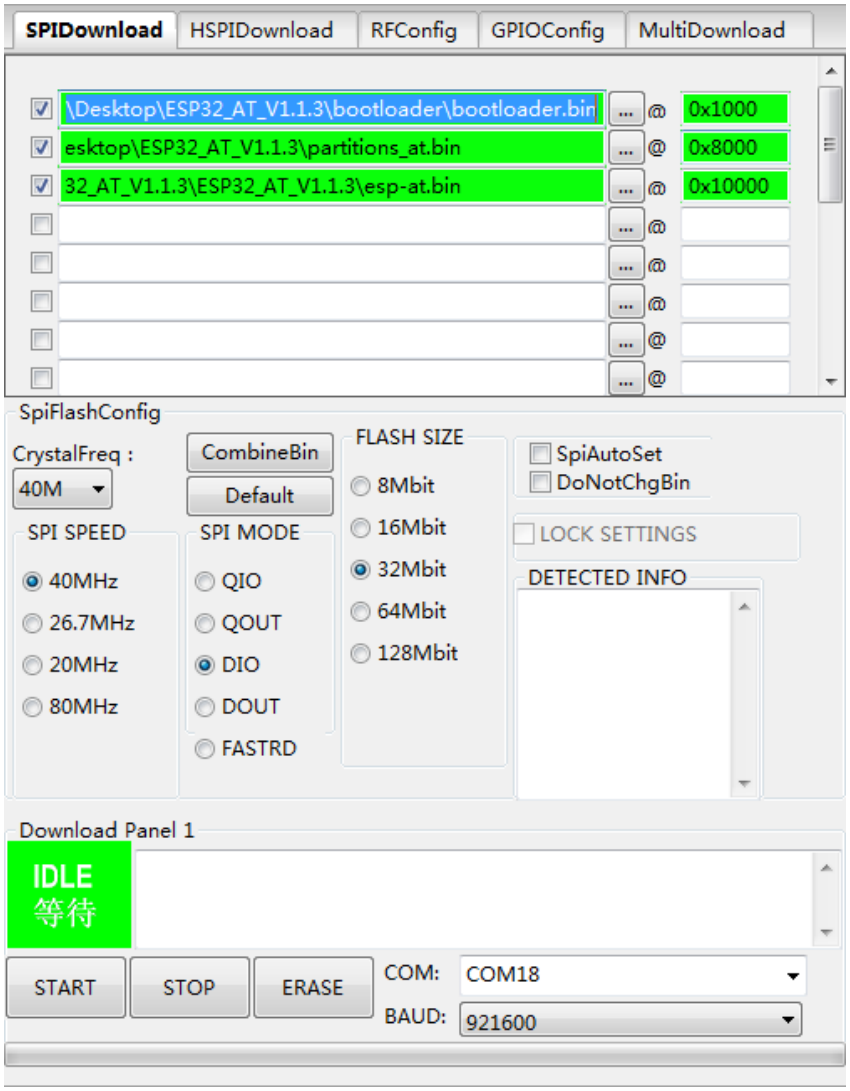

图 4-2. ESP32 DownloadTool — SPIDownload
2. 进入下载页面，填入需要烧录的 bin 文件和对应的烧录地址，并根据自己实际需求填入 ***CrystalFreq***、***SPI SPEED***、***SPI MODE***、***FLASH SIZE***、***COM*** 及 ***BAUD***，如图 4-2。